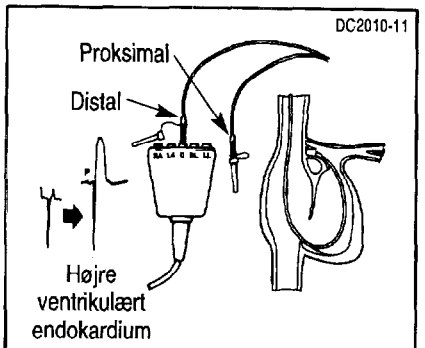

Figur 5. EKG-overvågning via den distale elektrode
6. Tilslut den distale elektrode til en V-ledning på en korrekt isoleret elektrokardiograf (Figur 5). Under kontinuerlig EKG-overvågning føres proben flere centimeter ind, til ST-segmentelavationen på EKG-diagrammet indikerer kontakt med endokardium.